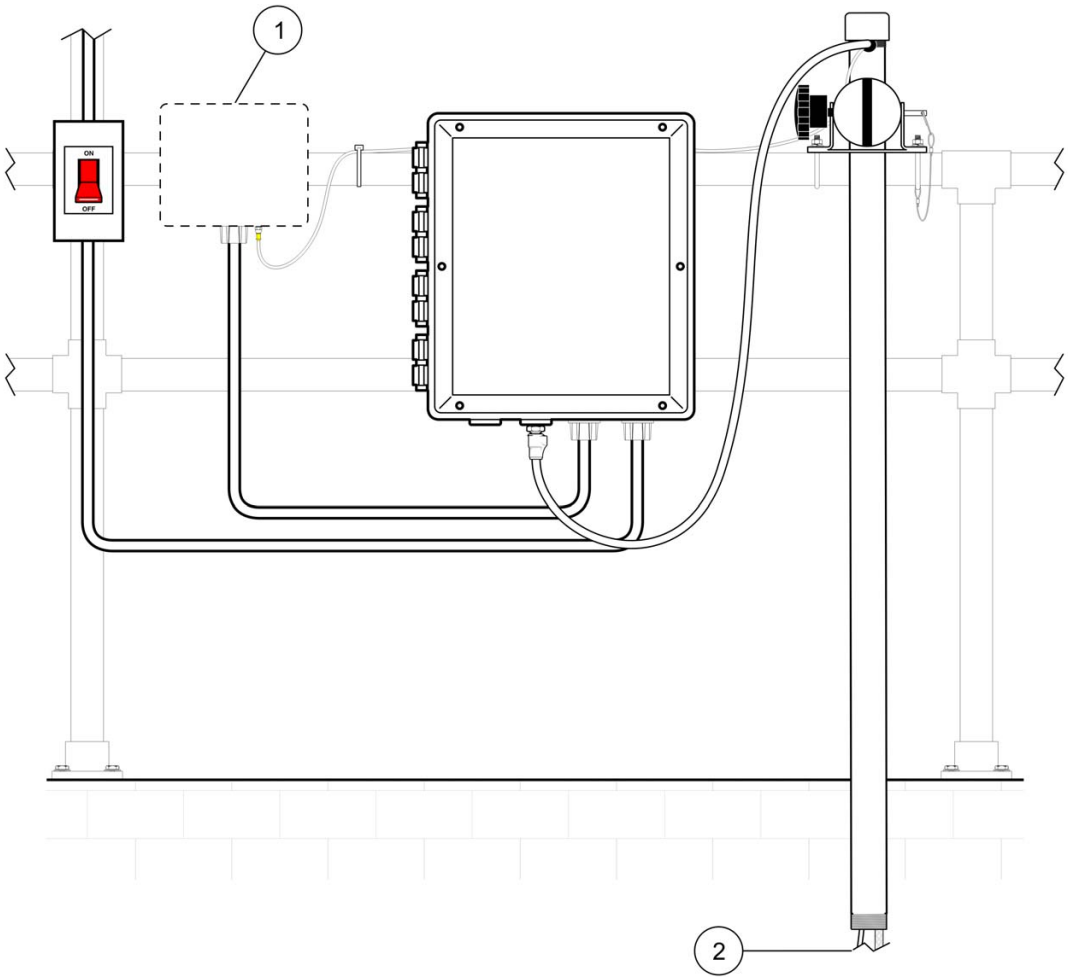

Abbildung 4 Typische HOAB-Montagekonfiguration
1. Der HOAB ist in der Nähe des installierten Sensors zu montieren (siehe Abbildung 4 auf Seite 11). Der Zuluftschlauch darf nicht verlängert werden (Standardlänge: 7,6 m), damit die Kapazität des HOAB-Systems nicht überschritten und/oder die Zuluft-Ansprechzeit nicht herabgesetzt wird.
Für den Netz- und Schutzerde-Anschluss des Geräts sind Leitungen 18 bis 12 AWG (entspricht 0,823 bis 3,31 mm^2 Leiterquerschnitt bzw. 1,024 bis 2,05 mm Leiterdurchmesser) zu verwenden. Die Isolierung muss den auftretenden Spannungen angemessen sein, und die Leitungen sind den Vorschriften entsprechend zu einem vom Kunden bereitgestellten, fest zugeordneten, lokalen Trennschalter zu führen. Der fest zugeordnete, lokale Trennschalter muss sich in der Nähe des installierten Geräts befinden, den vor Ort geltenden Bestimmungen entsprechen und als Trennschalter für dieses Gerät gekennzeichnet sein. Ein Beispiel einer empfohlenen lokalen Trenneinrichtung ist in Abbildung 4 dargestellt.